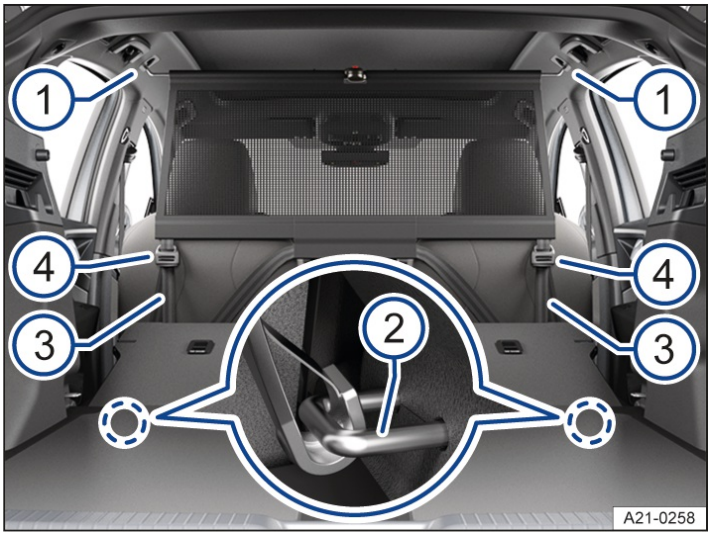

Fig. 1 In the luggage compartment: net partition installed behind the front seats.
The net partition can optionally be installed behind the rear bench seat *(→ Net partition behind the rear bench seat)* or behind the front seats *→ Fig. 1*.
4. Hook one of the retaining hooks of the upper transverse rod into one of the mounts in the roof *→ Fig. 1* (1).